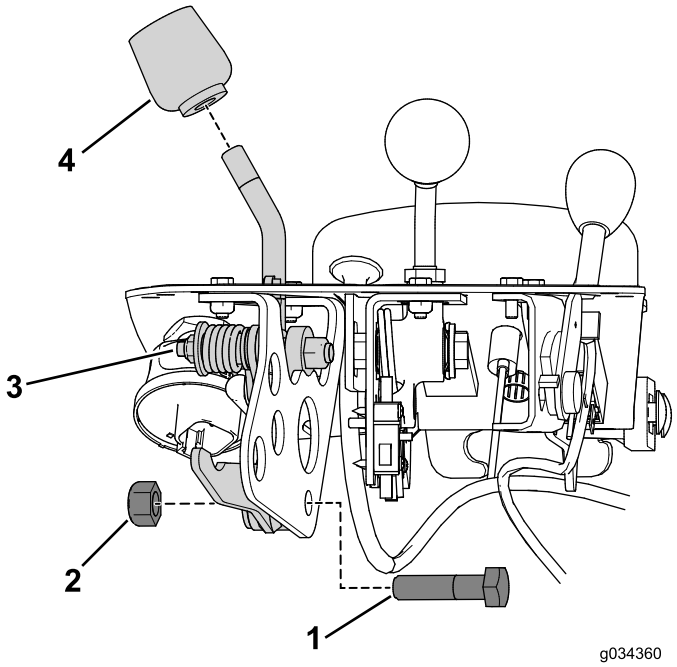

Figura 8
6. Retire el pomo de la palanca funcional (Figura 8).
7. Retire el perno y la tuerca que sujetan el conjunto de palanca funcional al soporte de la palanca funcional (Figura 8).